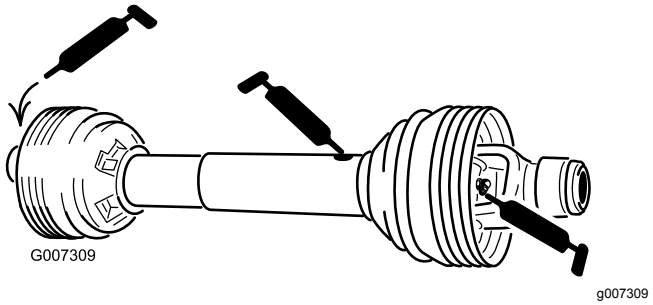

**Figur 28**
Kraftuttagsaxel (3) (Figur 28)